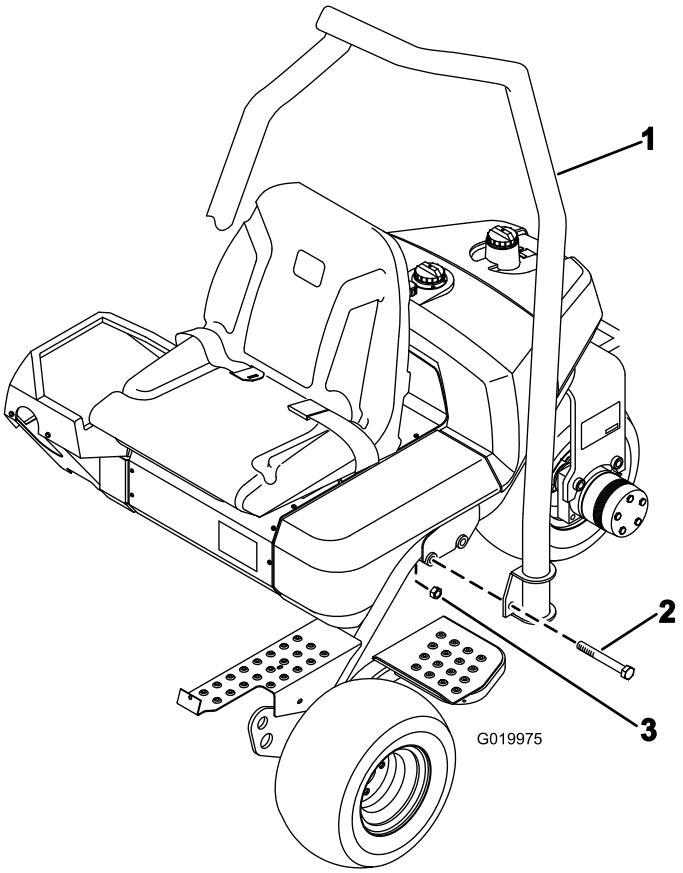

Figur 7
1. Placera vältskyddet så att den övre delen av slangen är böjd mot maskinens främre del (Figur 7).
2. Sänk ned vältskyddet på ramen och passa in det mot monteringshålen (Figur 7).
3. Fäst vardera sidan av vältskyddet på ramen med två skruvar (5/8 x 4 1/2 tum) och låsmuttrar i enlighet med Figur 7. Dra åt till 183–223 Nm.